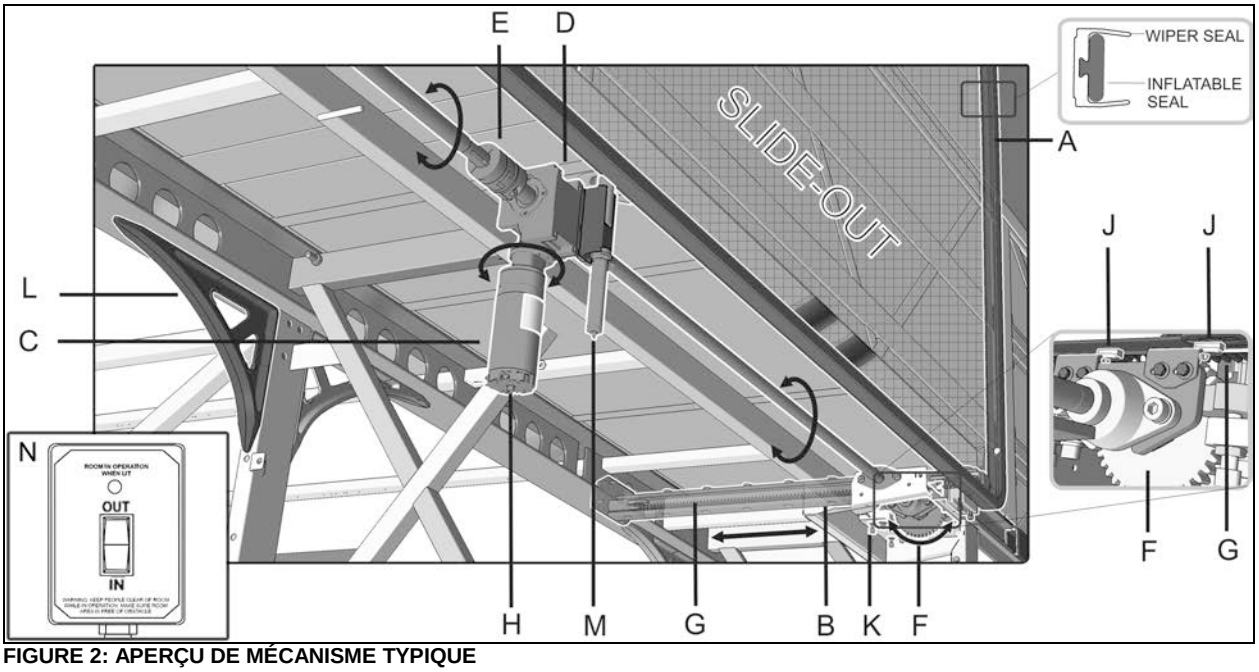

FIGURE 2: APERÇU DE MÉCANISME TYPIQUE
Chaque rallonge coulissante est déplacée vers l'intérieur et l'extérieur sur des rails qui reposent sur des paliers linéaires Figure 2, (B). La puissance provient d'un moteur électrique (C). Il est orienté verticalement ou horizontalement. Le moteur entraîne un réducteur de vitesse à angle droit (D).